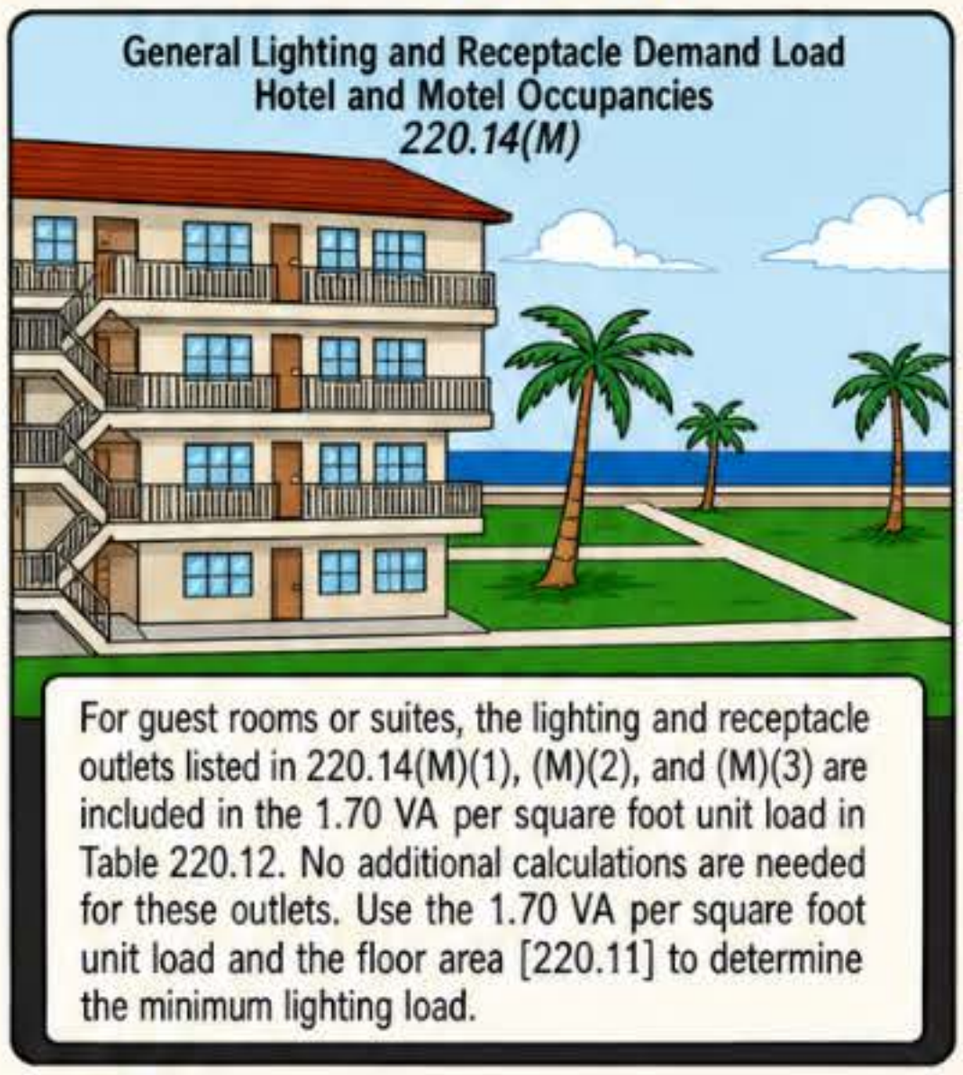

Figure 220-18
(M) Hotel and Motel Occupancies. For guest rooms or suites in hotels and motels, the lighting and receptacle outlets specified in 220.14(M)(1), (M)(2), and (M)(3) are part of the minimum 1.70 VA per square foot unit load in Table 220.12. No extra load calculations are necessary for these outlets. The minimum lighting load is established using the 1.70 VA per square foot unit load and the floor area as stated in 220.11. Figure 220-18